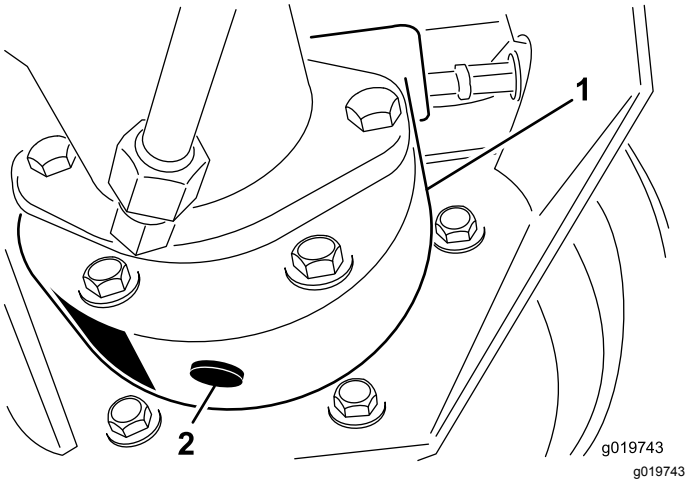

Figur 73
3. Plasser et tappefat under bremsehuset. Ta ut tappepluggen, og la oljen renne ut (Figur 73).